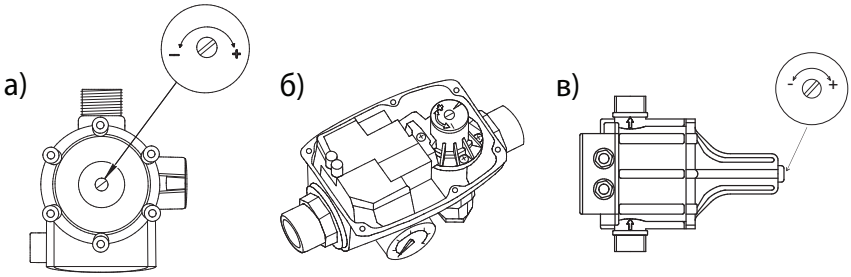

Рис.8 Расположение регулировочного винта в моделях EPS-16, EPS-16SP (а), EPS-15, EPS-15SP, EPS-15A, EPS-15ASP (б), EPS-II-23A, EPS-II-23ASP (в)
5.2. Гидравлическая часть контроллера давления состоит из датчиков давления и протока, встроенного обратного клапана и манометра (в моделях EPS-15, EPS-15SP, EPS-15A, EPS-15ASP, EPS-16, EPS-16SP, EPS-II-23A, EPS-II-23ASP). Настройка датчика давления, определяющая давление запуска электронасоса, при необходимости может меняться регулировочным винтом (только в моделях моделей EPS-15, EPS-15SP, EPS-15A, EPS-15ASP, EPS-16, EPS-16SP, EPS-II-23A, EPS-II-23ASP) (рис. 8).